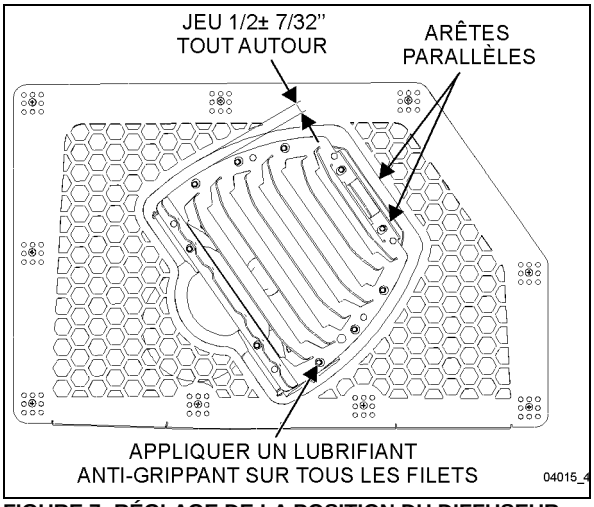

FIGURE 7: RÉGLAGE DE LA POSITION DU DIFFUSEUR
2. Pour obtenir la position angulaire adéquate, s'assurer que les deux bords indiqués sur la Figure 7 sont parallèles.